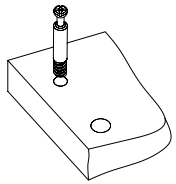

Рис.1
1. Вкрутить шпильки минификсов в соответствующие плоскостные отверстия боковин 3, 4 (Рис. 1).